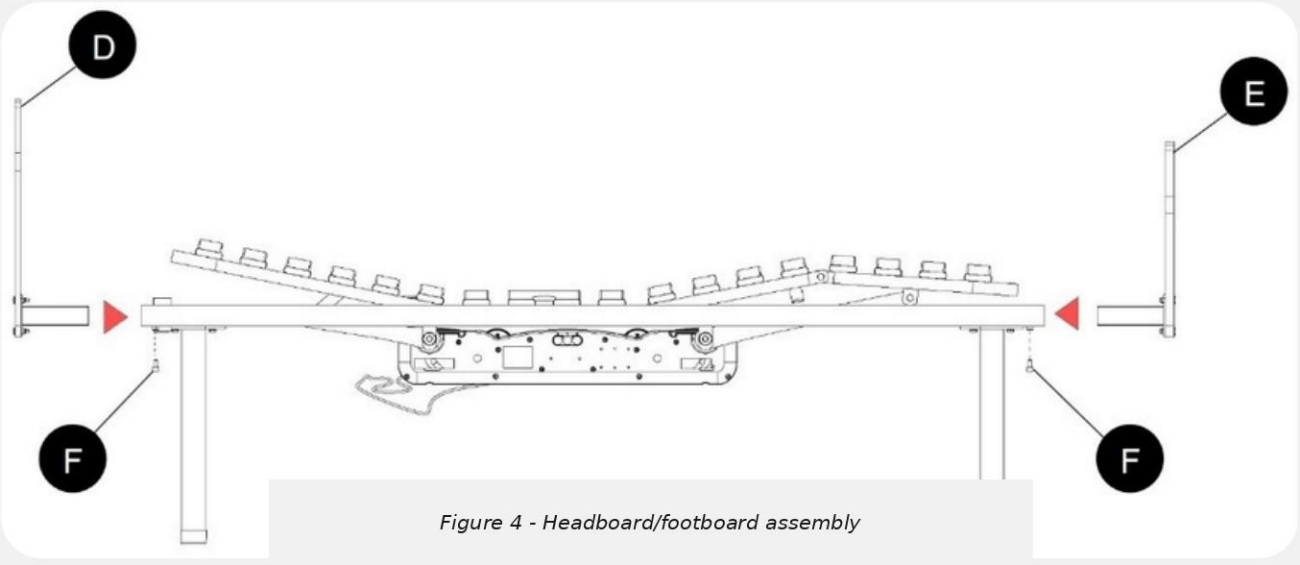

Figure 4 - Headboard/footboard assembly
- Fit the headboard/footboard according to the direction of the arrows - see Figure 4.
- The screws (F) must be properly tightened.